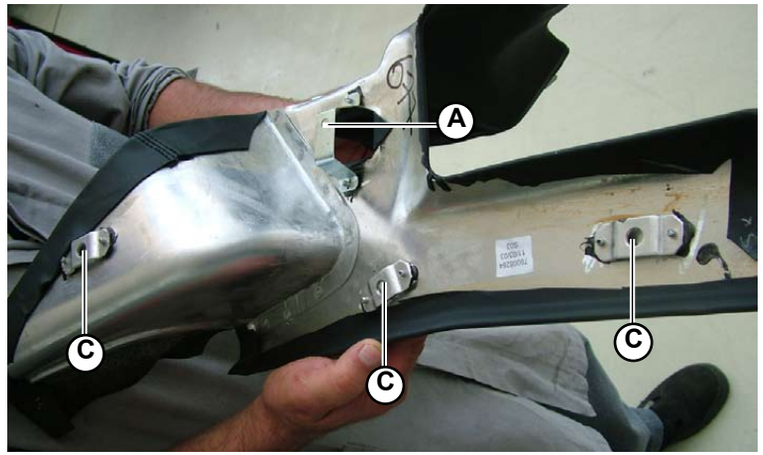
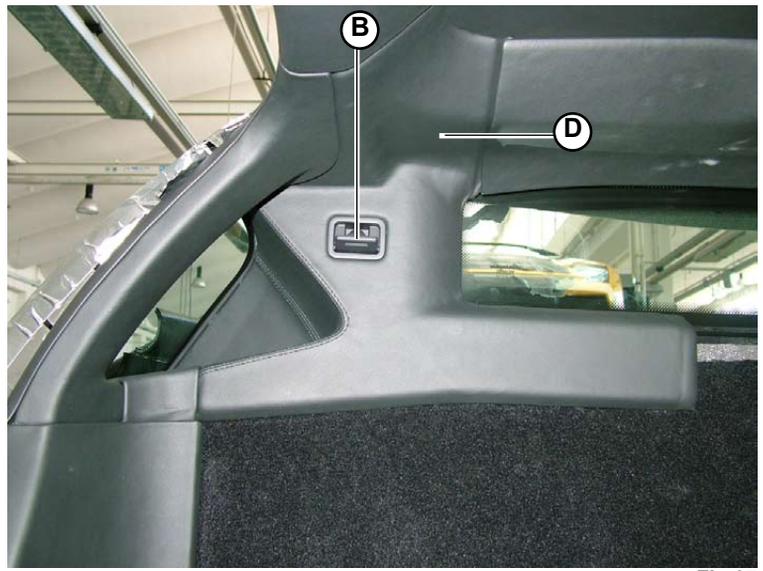

Fig.36
Fig.37
1. Unscrew the screw (**A-Fig.36**) securing the clothes hook (**B-Fig.37**).
2. Prize up the edge of pillar C to release the 3 finned anchors (**C-Fig.36**) securing it from their housings.
3. Remove pillar C (**D-Fig.37**).